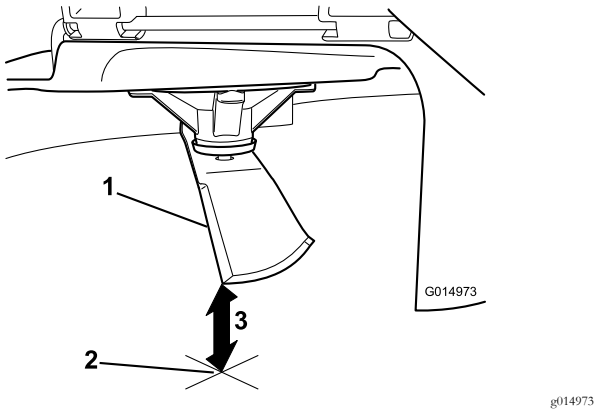

Figur 60
5. Mät från knivspetsen till den plana ytan (Figur 60).